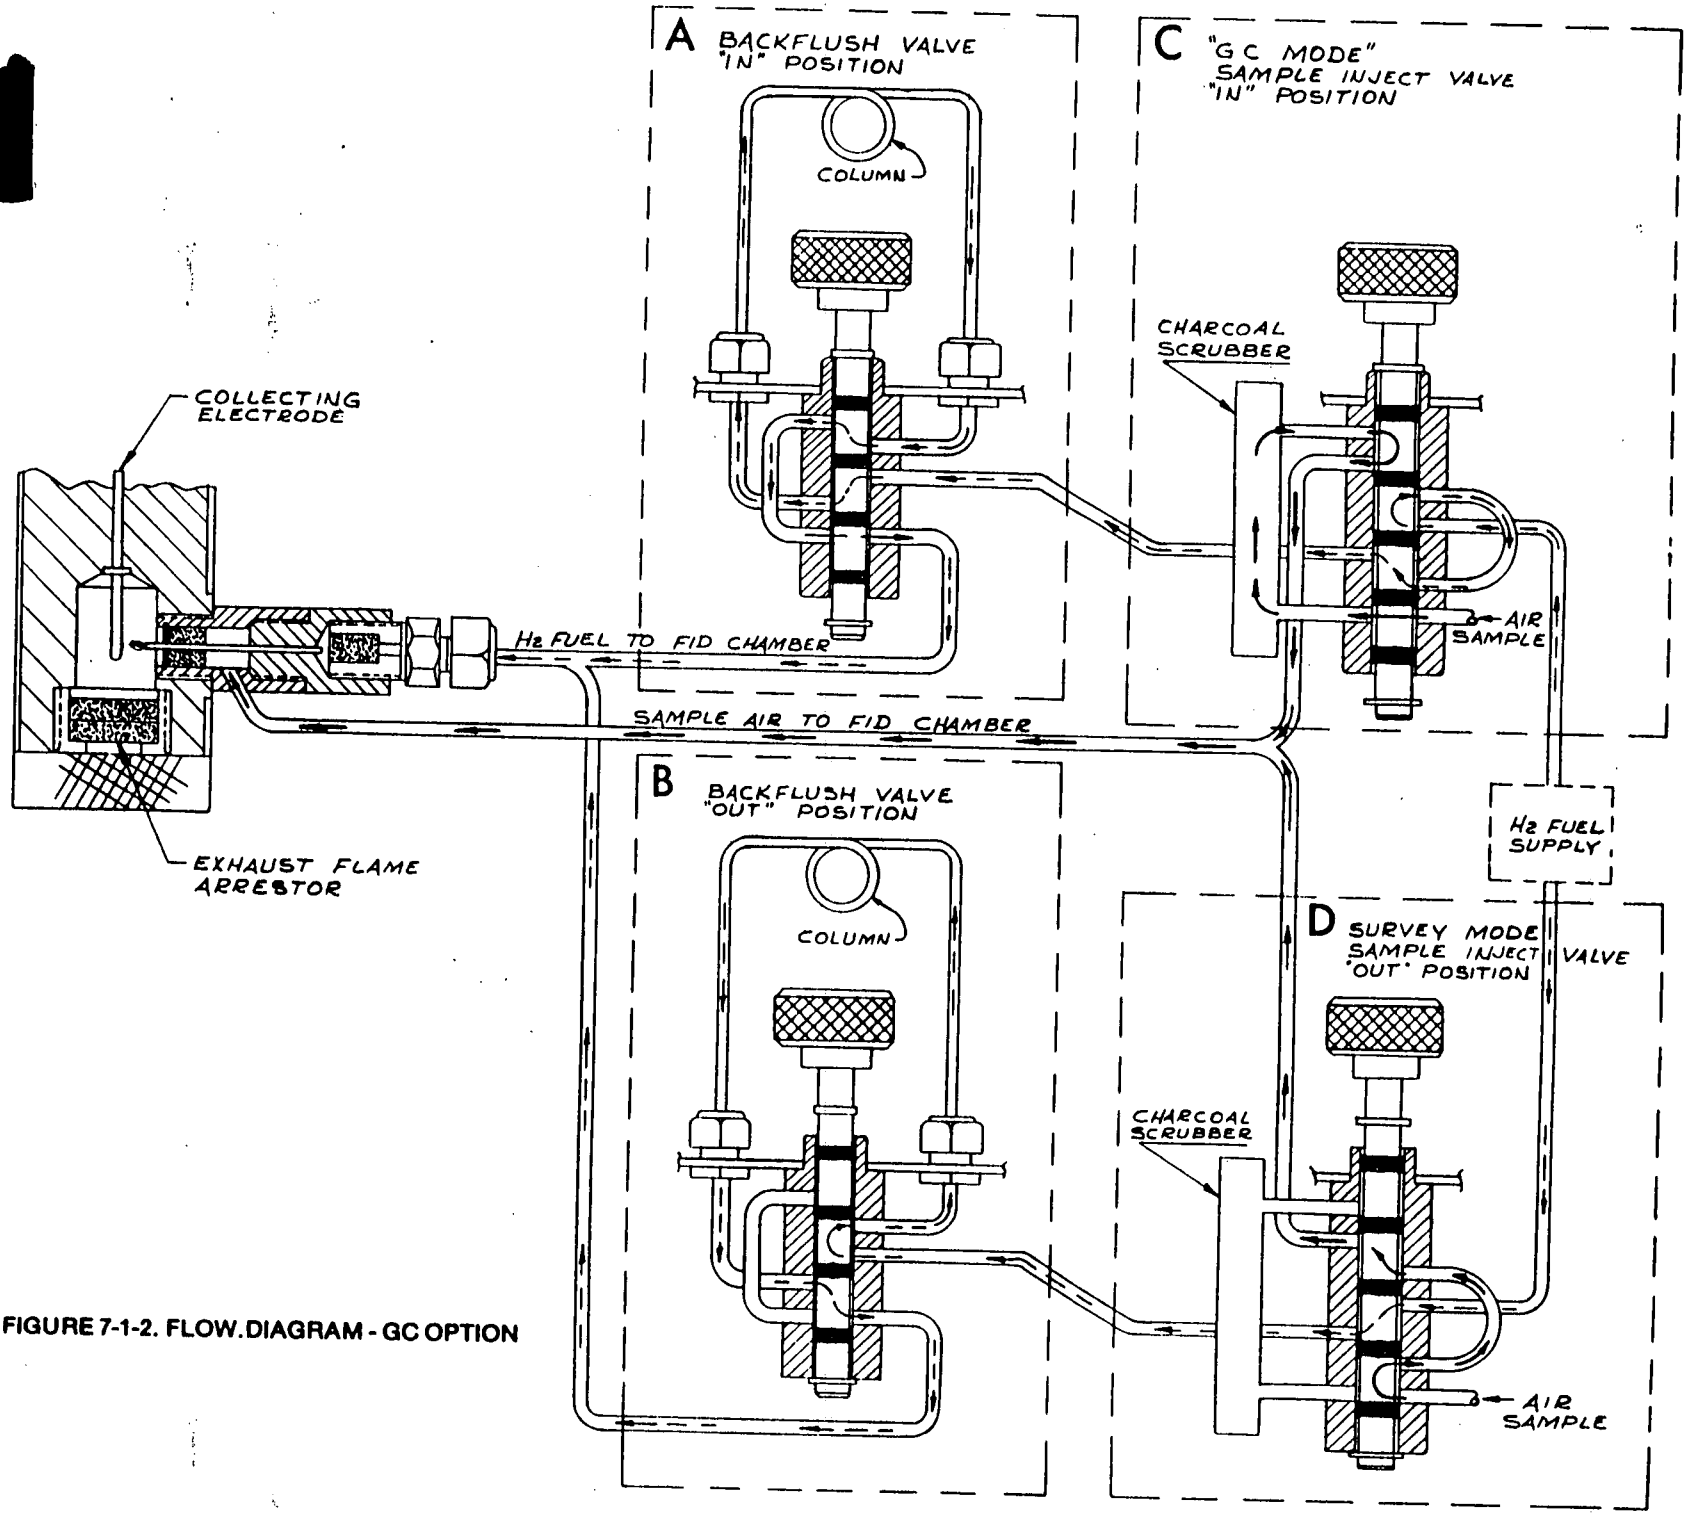

FIGURE 7-1-2. FLOW DIAGRAM - GC OPTION
Figure 7-1-2 is a flow diagram illustrating the flow paths of the hydrogen (H2) fuel, sample air supply and GC injected sample aliquot. There are two push-pull valves used in the GC system, the Sample Inject Valve and the Backflush Valve.
Block D of Figure 7-1-2 illustrates the flow paths with the Sample Inject Valve in the "out" position which leaves the OVA in the Survey Mode. With this valve in the "out" position, the OVA will function in its normal manner as a total organic vapor analyzer.
Block C of Figure 7-1-2 illustrates the flow paths after the Sample Inject Valve is moved to the "in" position to initiate the GC Mode. It can be observed that the hydrogen flow path is now through the sample loop which enables the hydrogen to sweep the air sample from the loop and carry it through the GC column. It can also be observed that the sample air going to the FID chamber is now routed through the activated charcoal filter where essentially all organic vapor contamination is removed from the air. The activated charcoal filter will effectively adsorb most organic vapors with the exception of methane and ethane. The functions of the Sample Inject Valve are, therefore, to transfer a fixed volume sample of the air being monitored into the hydrogen stream and to reroute the sample air supply through a filter (scrubber).
The Backflush Valve has no prepositioning requirement to function. It can be in either the "in" or "out" position at the time a sample is injected into the GC system for analysis. The Backflush Valve simply reverses the direction of the hydrogen flow through the GC column. If the Backflush Valve is in the "out" position during sample injection and analysis, it is simply moved to the "in" position when backflushing is desired or vice versa. See blocks A and B of Figure 7-1-2.
It should be noted in Figure 7-1-2 that hydrogen is always flowing through the column and onto the FID detector and that the sample air supply is always flowing to the FID detector to provide oxygen for the hydrogen flame regardless of the operating mode.
The column Backflush Valve is provided to reverse the flow of the carrier gas (hydrogen) through the column. It is necessary that the column be backflushed after each individual analysis except under certain special conditions. The primary purpose of the backflush function is to clear the column of heavy compounds (with long retention times) which would contaminate the column and cause interference to the total organic reading and future GC analysis. The Backflush Valve has no "sense" (prepositioning requirement). It is simply reversed from either position it was in during GC analysis. The Backflush Valve should be actuated immediately after the peak of the last compound of interest elutes. Figure 7-1-2 illustrates the functions of the Backflush Valve.
1) Sample Inject Valve - This 2 position valve (shown schematically in Figure 7-1-2) is used to select either Survey Mode (valve out) or GC Mode (valve in).
2) Backflush Valve - This 2 position valve (shown schematically in Figure 7-1-2) is used to reverse the flow of H_2 through the column to:
4) Activated Charcoal Filter Assembly - This assembly functions only in the GC Mode (Sample Inject Valve "in") as shown schematically in Figure 7-1-2. It removes organic compounds (except simple C_1 and C_2 hydrocarbons) by adsorption from the sample air supply.